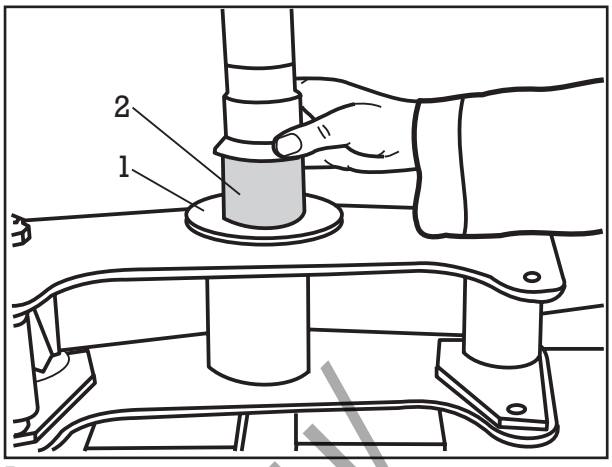

Рис. 7
(10) Проверить бронзовую втулку в балансире на износ. При необходимости выдавить под прессом.
(11) Положить кольцо (рис. 7/1) на балансир.
(12) Установить бронзовую втулку (рис. 7/2) и вдавить ее при помощи нажимного элемента так, чтобы на обеих сторонах втулка была заподлицо.